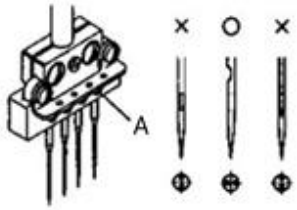

图 7
1. 旋松螺钉 A（图 7）并取下针。
3. 锁紧螺钉 A（图 7）。